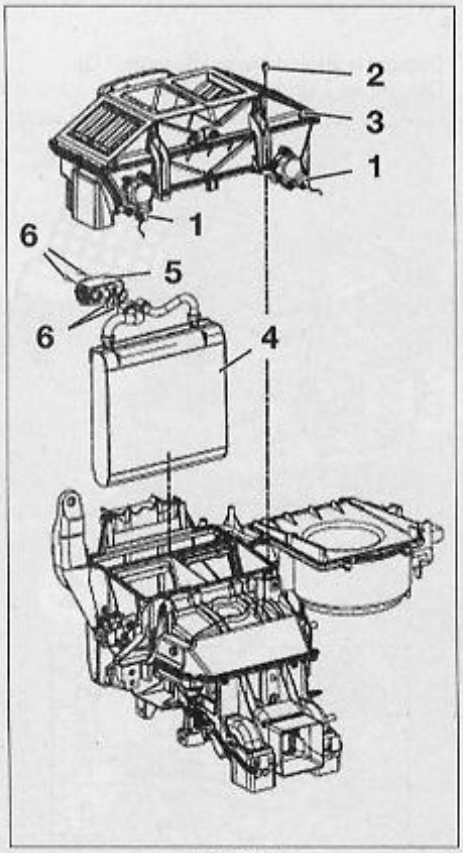

FIG. 23
- Débrancher les moteurs de volet de répartition supérieure (1) (**Fig.23**).